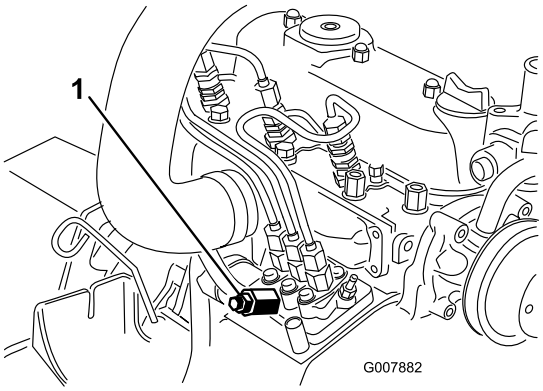

Figur 40
3. Placer en klud under udluftningsskruen på brændstofindsprøjtningspumpen, og åbn skruen (Figur 40).